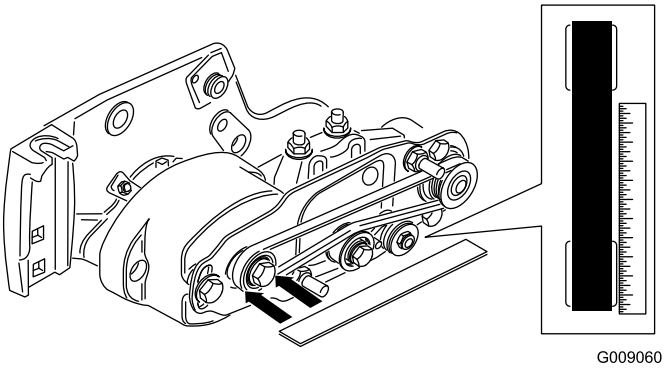

Рисунок 17
- Установите проверочную линейку на наружную поверхность **ведущего** шкива (Рисунок 17). **Не** устанавливайте проверочную линейку на ремень и ведомые шкивы.